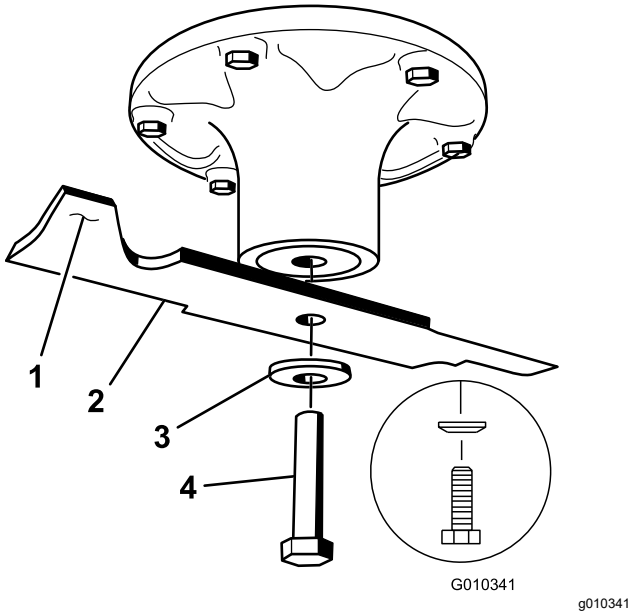

Figur 68
2. Fjern knivbolten, bueskiven og kniven fra spindelakselen (Figur 68).
1. Monter kniven på spindelakselen (Figur 68).
2. Monter bueskiven (den hule siden skal vende mot kniven) og knivbolten (Figur 68).